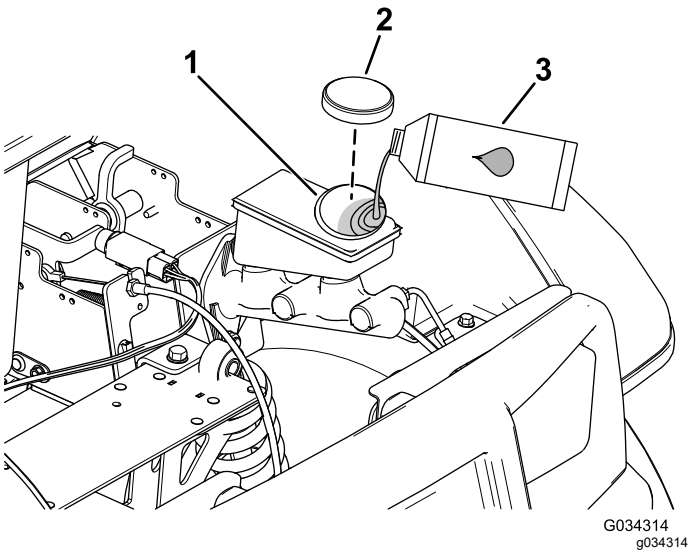

Figur 54
2. Løft motorhjelmen for at få adgang til hovedbremsecylinderen og beholderen (Figur 54).
A. Rengør området omkring beholderdækslet, og tag dækslet af (Figur 54).
C. Sæt beholderens dæksel på (Figur 54).